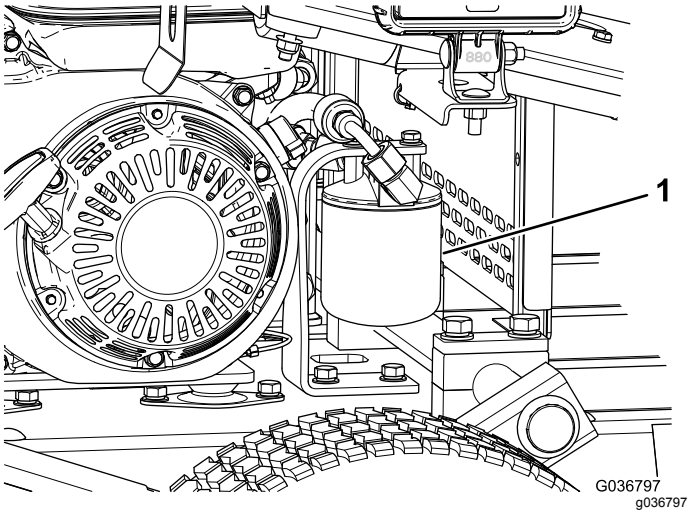

Figuur 36
5. Plaats een opvangbak onder het filter en verwijder het filter (Figuur 36).